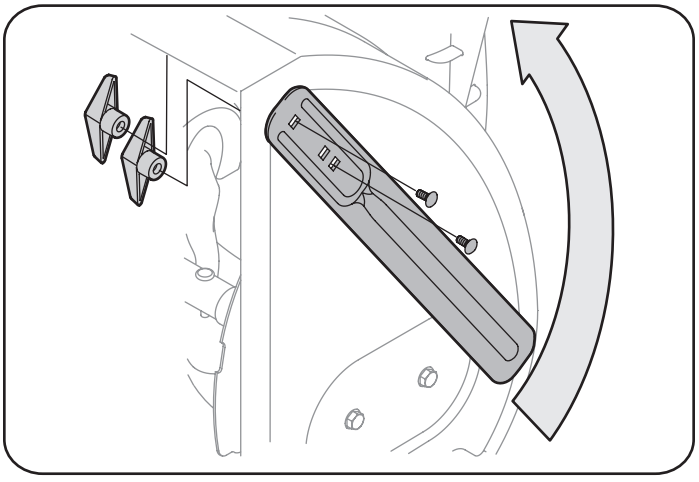

Figura 43
2. Gire los cortadores de desplazamiento de nieve y posiciónelos según se muestra en la Figura 43 hacia el exterior de la caja de la barrena.